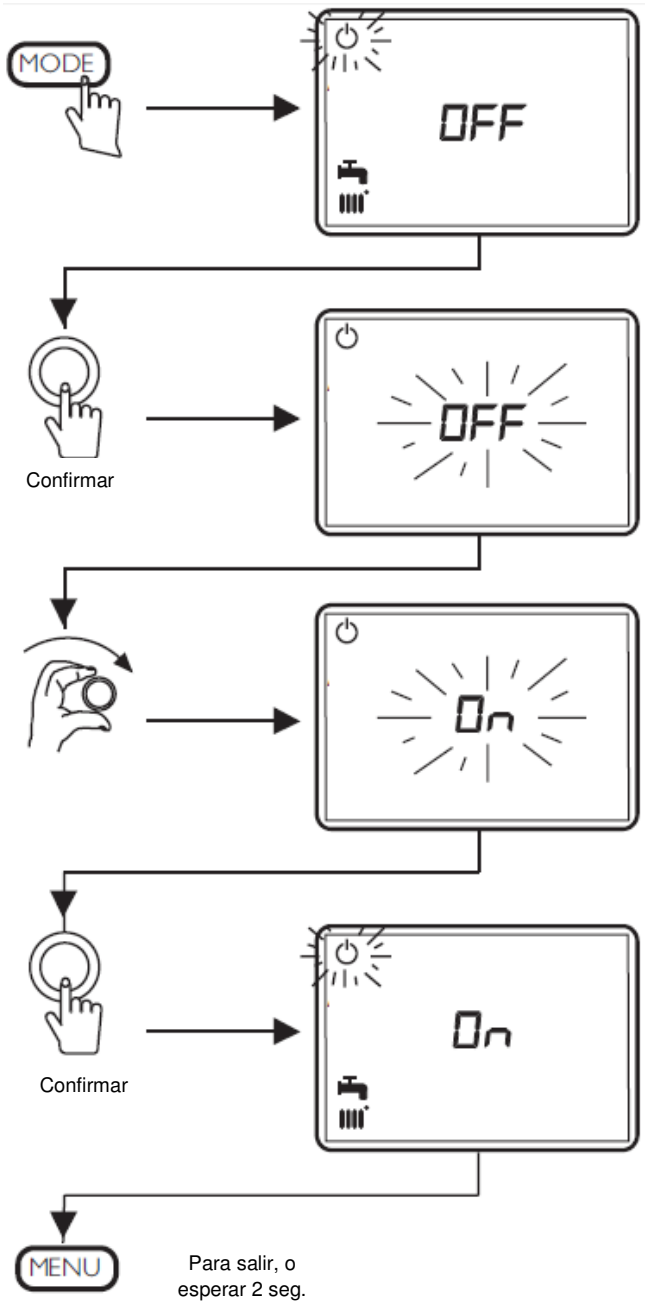

Fig. 20: Diagrama de cambio de modo espera a modo operación
1. Seguir el diagrama de la Fig. 20.